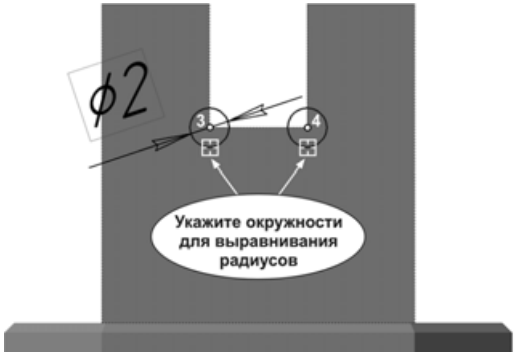

Рис. 5.98
- Нажмите кнопку **Равенство радиусов** на инструментальной панели **Параметризация**. Укажите левую и правую окружности. Поскольку радиус левой окружности жестко определен фиксированным размером, изменится радиус правой окружности (рис. 5.98).